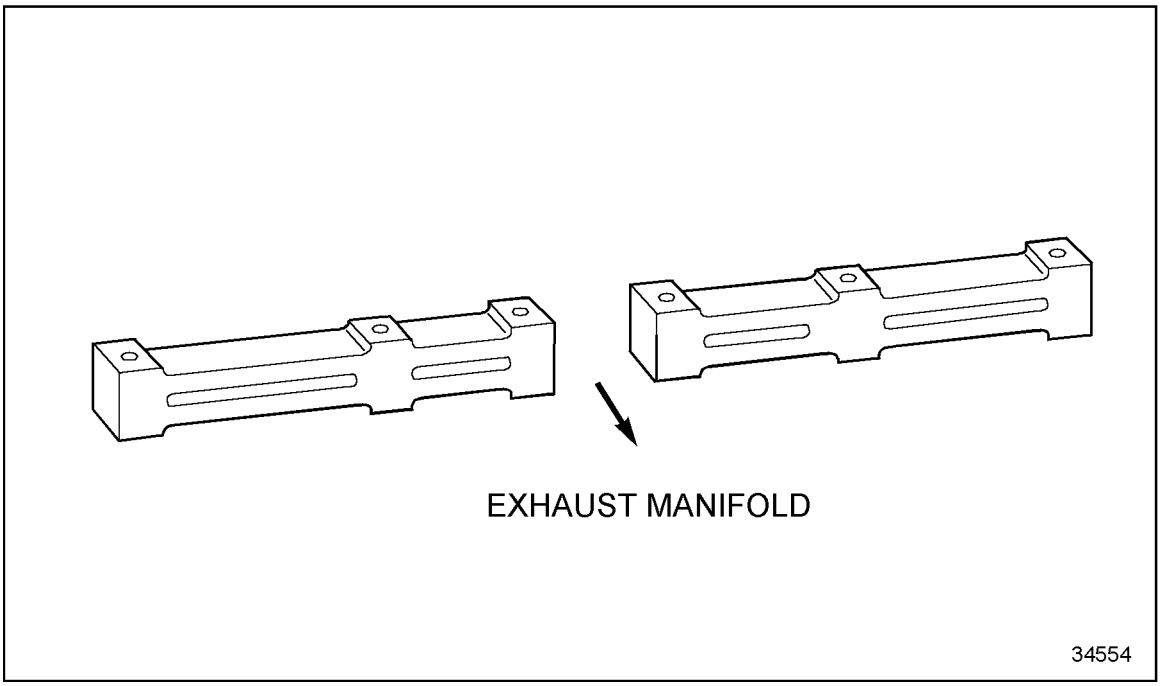
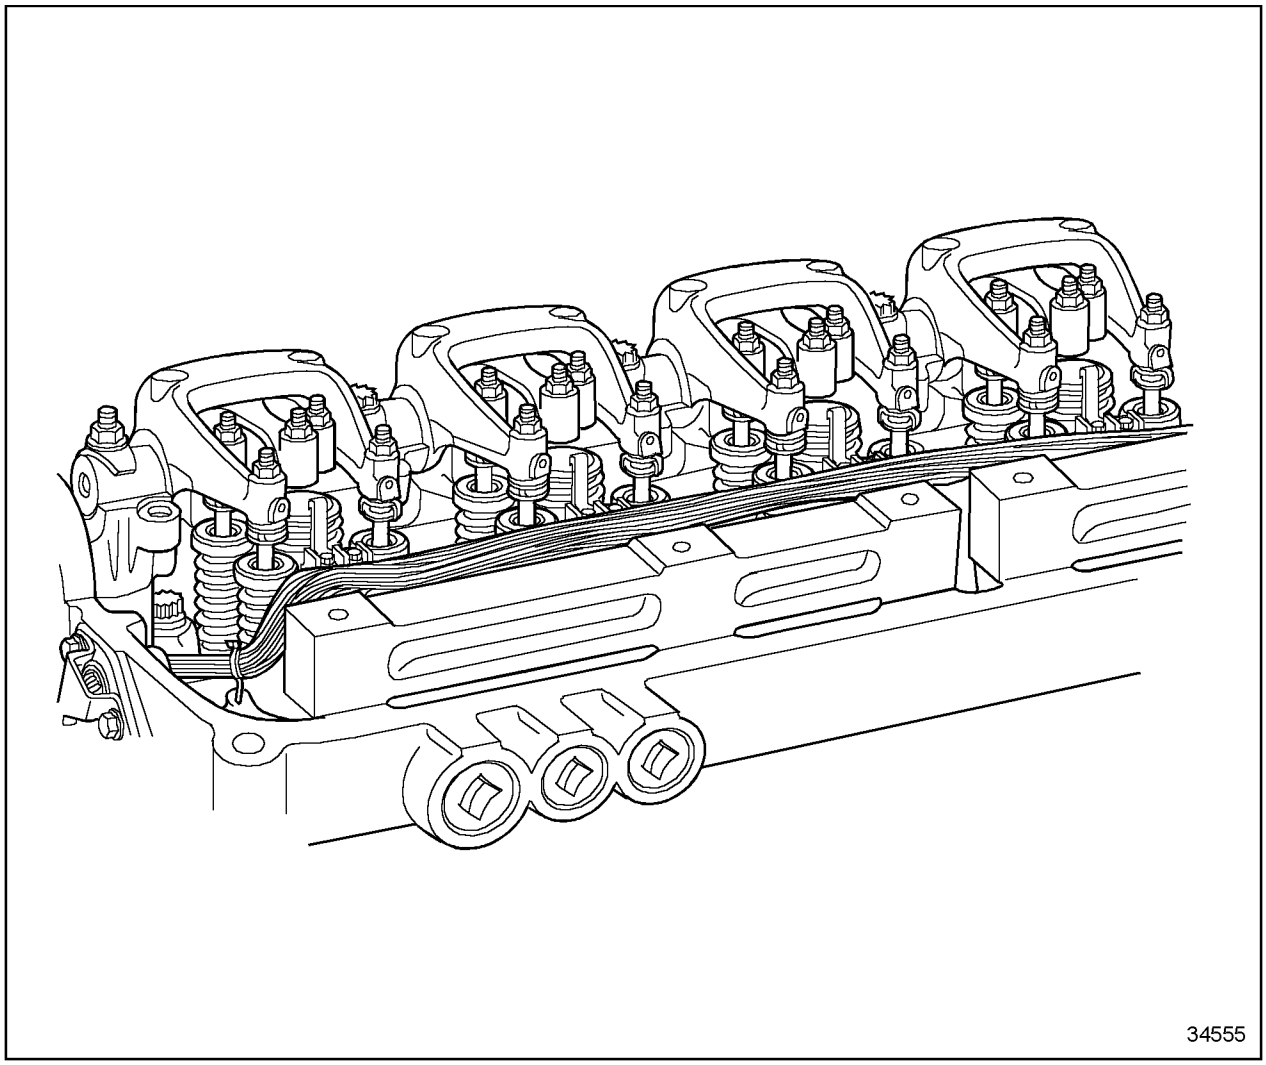

Figure 1-505 Spacer Bars with "Out" Marks Adjoined
Figure 1-506 Location of Spacer Bars
4. Place the spacer bar on the exhaust manifold side of the cylinder head with the "OUT" markings adjoining each other and facing the exhaust manifold. See Figure 1-505, and see Figure 1-506.